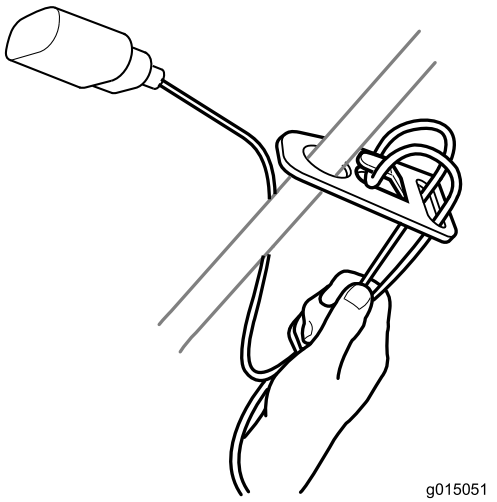

Рисунок 7
1. Образуйте петлю на удлинительном шнуре и закрепите ее в фиксаторе шнура (Рисунок 7).